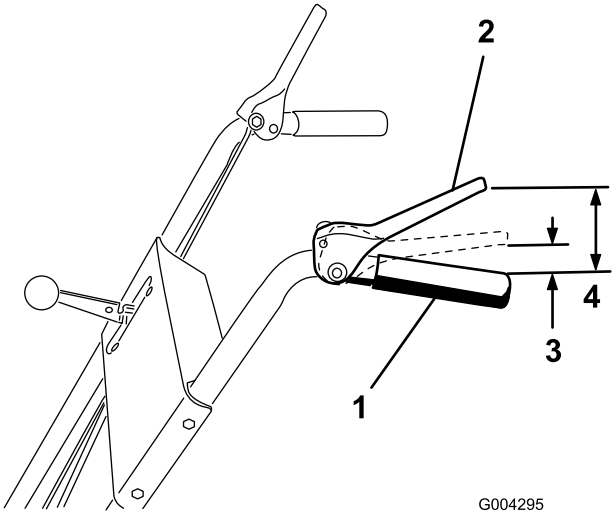

Figur 7
2. Justera de två flänsmuttrarna uppåt eller nedåt på drivstången tills avståndet mellan den övre delen av handtaget och den nedre delen av drivningsstyrstången är ungefär 11,4 cm, på det sätt som visas i Figur 7.
4. Flytta växelväljarspaken (Figur 7) till treans växel.
Obs: Enheten är korrekt justerad när hjulen slutar rulla bakåt och avståndet mellan handtagets övre del och drivningsreglagets nedre del är 2,5–5 cm, på det sätt som visas i Figur 7.